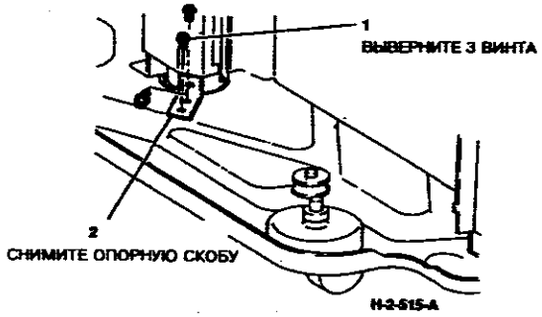

**Рисунок 7. Снятие опорной скобы**
10.(Рисунок 7) Снимите опорную скобу.